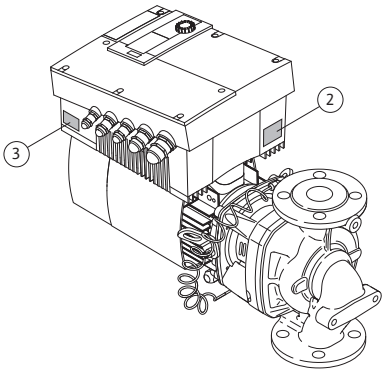

*Fig. 12: Disposición de las placas de características:*
- La placa de características del accionamiento se encuentra en el módulo electrónico, en el lado de los pasamuros (Fig. 12, pos. 3). La conexión eléctrica debe realizarse según las indicaciones que encontrará en la placa de características del accionamiento.